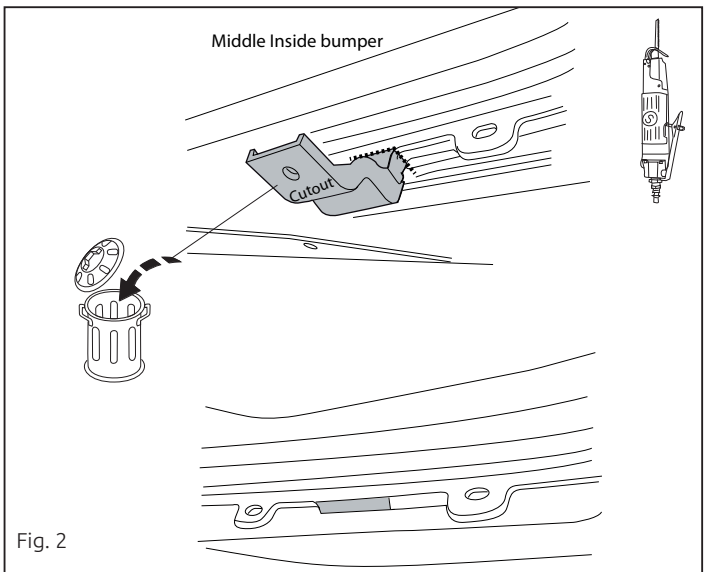

Fig. 2
3. Выпилить обозначенную часть, как указано на рис. 2 и 3.